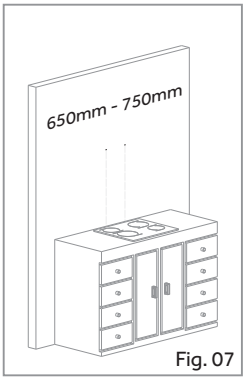

Fig. 07
2. Marque a distância entre o cooktop ou fogão e a altura desejada de fixação da Coifa (entre 650mm e 750mm), em dois pontos diferentes com pelo menos 30cm de distância. Fig. 07;